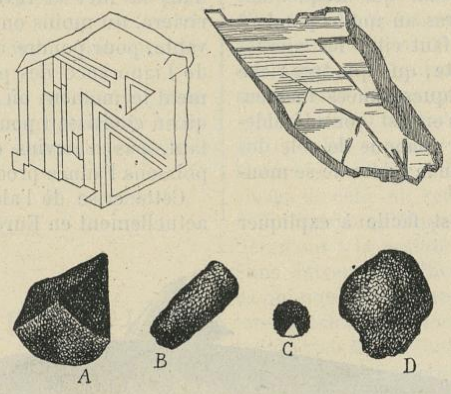

Fig. 294.— *En haut :* Cristaux artificiels de carbone diamant (grossis 500 fois).—*En bas :* Diamants noirs artificiels (grossis 300 fois).
Nous avons vu cependant au moyen de quel artifice M. Moissan a pu arriver à produire du diamant en refroidissant brusquement dans de l'eau froide un creuset sortant du four électrique et plein de fonte saturée de carbone (1). Actuellement, dans le but de rendre plus lente la solidification sous pression de la fonte, le creuset est refroidi dans un bain de plomb fondu. On arrive à produire des cristaux plus nets et plus gros; encore ne sont-ils pas plus gros que des pointes d'épingles (fig. 294), mélangés toujours à du carbone dur et dense semblable au diamant noir naturel.